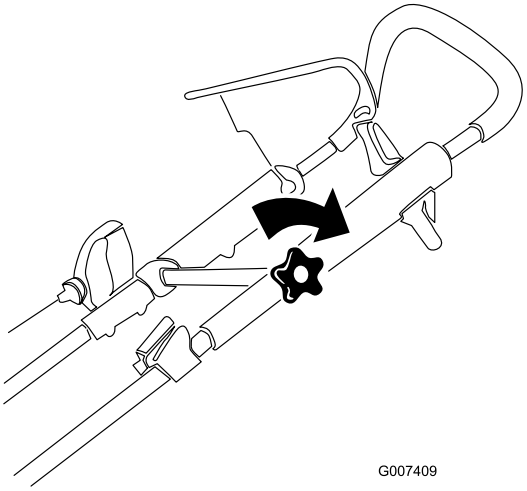

Figur 16
3. Dra åt det övre handtagsvredet ordentligt (Figur 16).